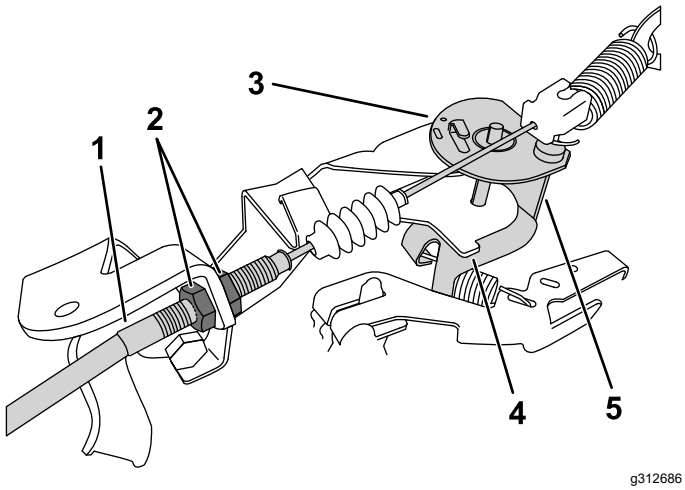

Figur 35
3. Öka låg tomgång genom att lossa den främre kontramuttern och dra åt den bakre kontramuttern vid gasvajern (Figur 35).